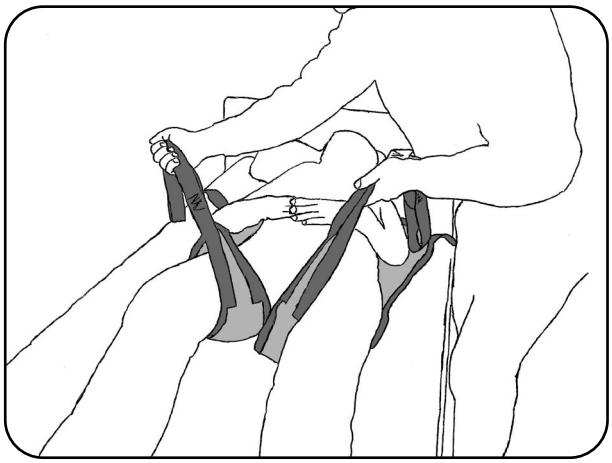

Abb. 9.2.03 - Beinstützen zwischen den Beinen des Patienten positioniert
7. Drehen Sie den Patienten wieder auf den Rücken und ordnen Sie die Beinstützen zwischen den Beinen des Patienten an (Abb. 9.2.03). Achten Sie darauf, dass die Beinschlaufen gleich lang sind. Die Schulterschlaufen liegen jeweils im Bereich der rechten und linken Schulter.